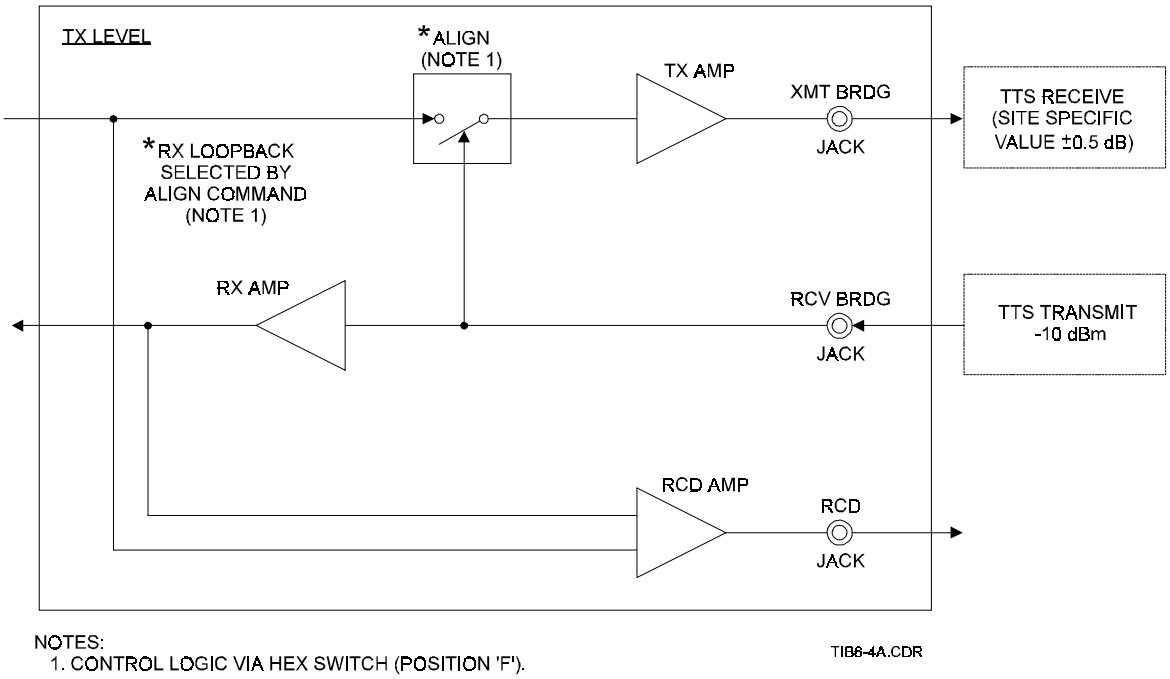

***Figure 6-4a. Remote Radio Processor Performance Check Block Diagram (Transmit Path)***
**Figure 6-4a** presents a simplified diagram covering the transmit path of the performance check; **Figure 6-4b** provides a similar diagram for the receive path.